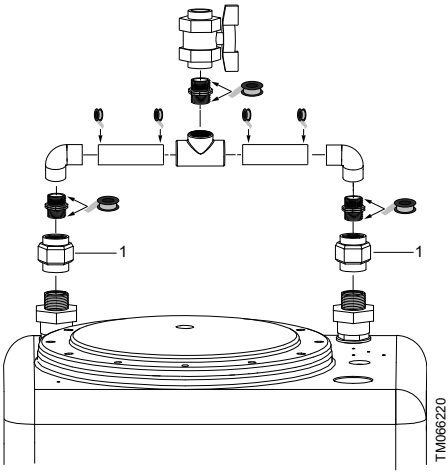

*Fig. 18 DUOLIFT CC, KP**
2. Connect the outlet pipes to the tank by tightening the two union nuts on the tank outlets. See pos. 1 in figures 18 and 20.